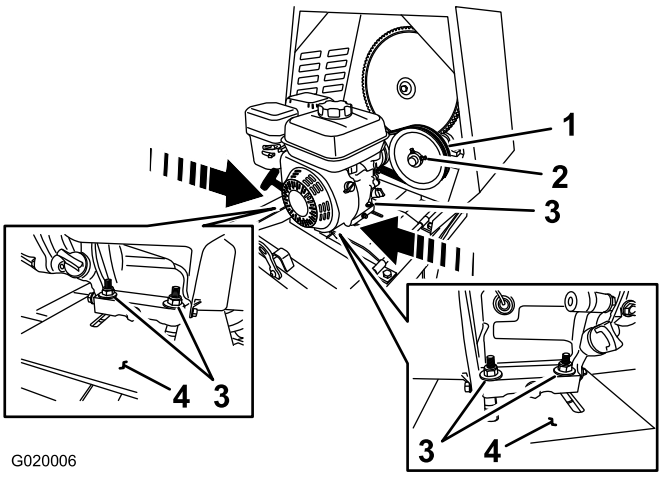

Figure 69
B. Loosen the nuts and bolts that secure the engine to the engine deck (Figure 69).
- **Increase the air gap**—move the engine **away** from the idler pulley (Figure 69).
- **Decrease the air gap**—move the engine **toward** the idler pulley (Figure 69).